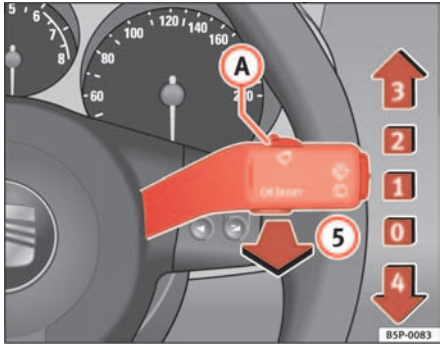

Fig. 84 Windscreen wiper and windscreen wash lever
The windscreen wiper lever ⇒ fig. 84 has the following positions:
- The next speed down will automatically be selected if speed ⇒ page 120, fig. 84 (2) or (3) is selected when the vehicle stops. The set speed will be resumed when the vehicle starts again.